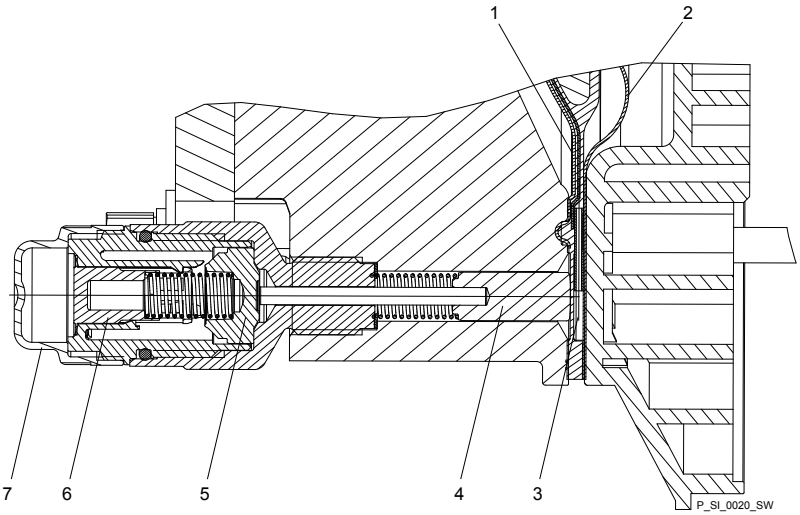

Рис. 36: Сечение устройства сигнализации разрыва мембраны Sigma (модель "Оптическая индикация разрыва")
2. При попадании влаги или загрязнений в поршень датчика разрыва мембраны - см. Рис. 36, поз. 4, очистить поршень и отверстие, в котором он движется.